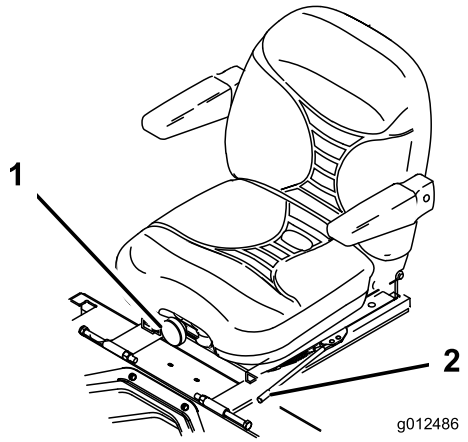

**Figuur 21**
1. Om de bestuurdersstoel in te stellen, moet u de instelhendel zijwaarts bewegen. Hiermee ontgrendelt u de stoel (Figuur 21).
Om de stoel te verstellen, draait u de knop in een van beide richtingen om de meest comfortabele stand te verkrijgen (Figuur 21).